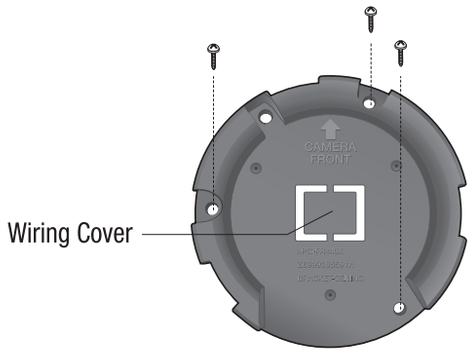

Figure-1
3) Place the separated ceiling bracket so that the “Front” side faces the area to be monitored and install it with the M4 tapping screws(see Figure-1).